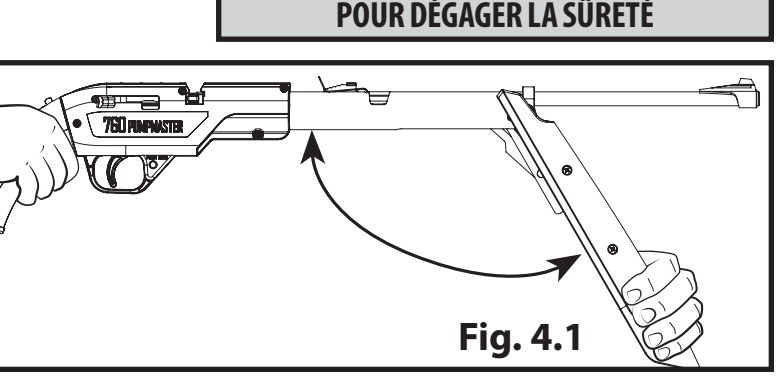

Fig. 4.1
2. Placez vos mains tel qu'illustré à la Fig. 4.1. Une position incorrecte des mains peut créer un pincement si vous lâchez votre prise sur le garde-main. Cela risque de provoquer des blessures